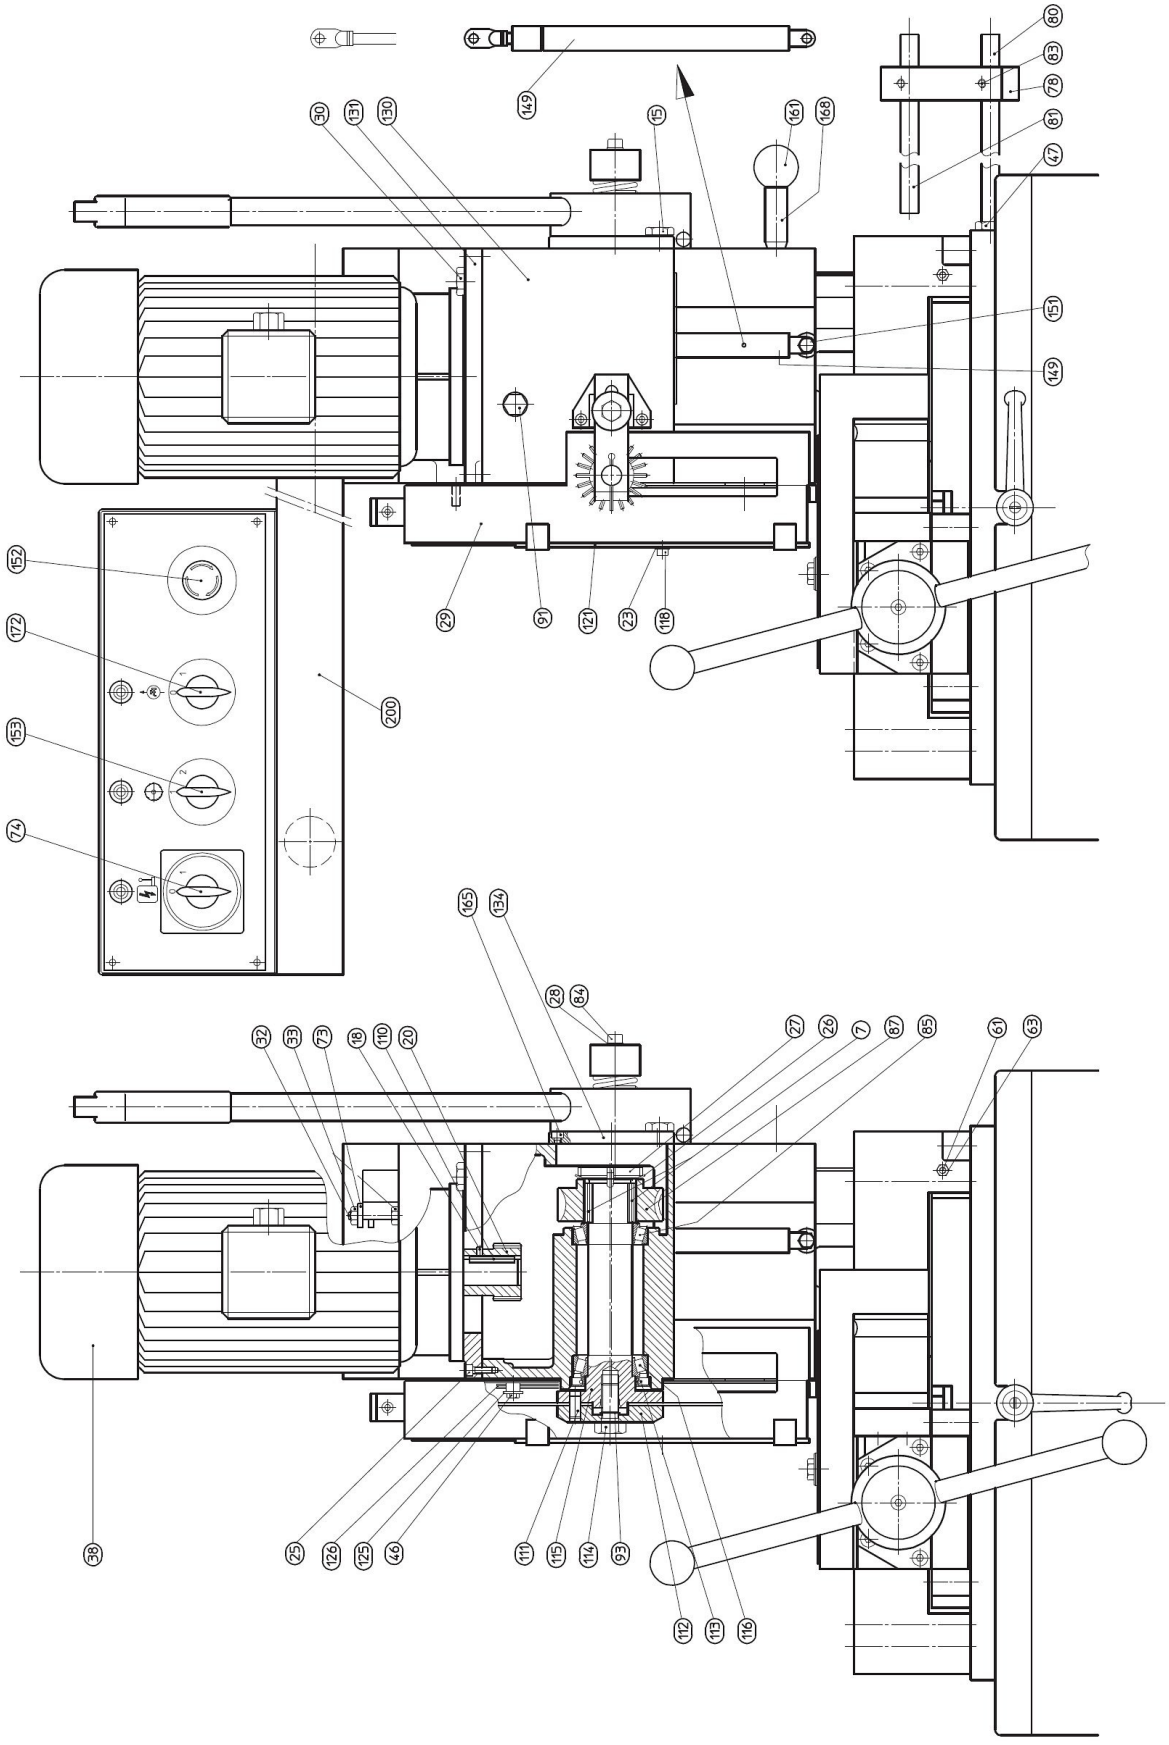

Abb. 20: Ersatzteilzeichnung 2 - MKS 350 V
Schritt 1: Die Verschluss-Schrauben [Abb. 20, 15 und 30] abschrauben und das gebrauchte Öl in einen Behälter ausfließen lassen.
Schritt 2: Verschluss-Schraube [Abb. 20, 15] wieder anschrauben.
Schritt 3: Getriebeöl (4,5 Liter) in die Einfüllöffnung einfüllen und die Verschluss-Schraube [Abb. 20, 30] anschrauben.